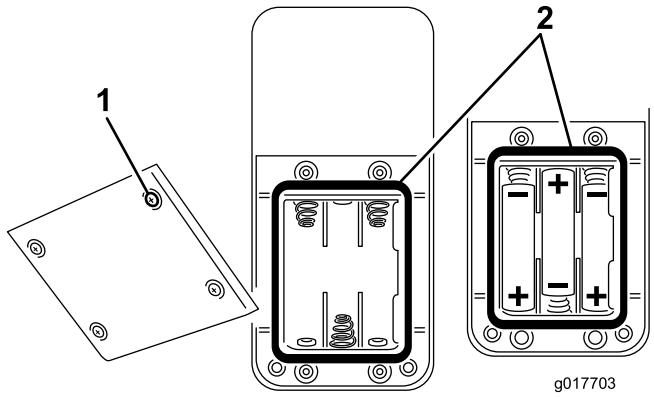

Figur 34
2. Hvis du setter i batteriene i et tomt batterirom, må du sette i tre nye AAA-batterier. Plasser batteriene som vist i Figur 34.
3. Hvis du bytter ut utgåtte batterier, tar du ut de gamle og setter i tre nye AAA-batterier. Plasser batteriene som vist i Figur 34.